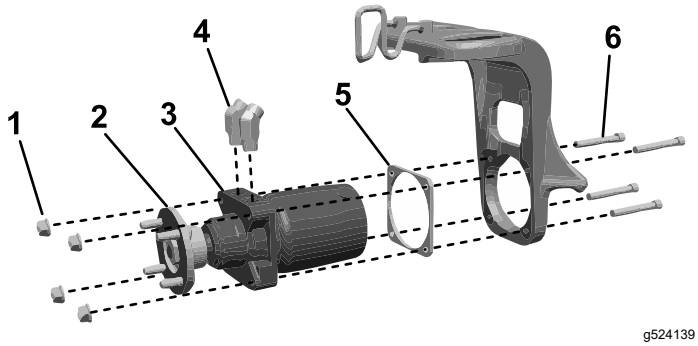

Figura 5
- **Per le macchine dotate di forcelle delle ruote orientabili con 4 fori filettati nel punto in cui il gruppo motore ruota si collega alla forcella della ruota orientabile:** montate il gruppo motore ruota e la piastra di spessoramento sulla forcella della ruota orientabile (posizionando la piastra di spessoramento tra il motore e la forcella della ruota orientabile) e fissateli con 4 viti a brugola (½" x 3¾") e 4 dadi di bloccaggio (Figura 5).